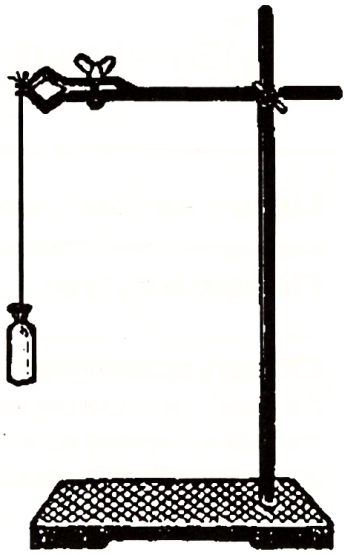

Рис. 2
2. Подвесьте гильзу к лапке штатива (рис. 2) на нити (лучше шелковой или капроновой) длиной 30–35 см. В дальнейшем гильза будет служить для определения заряженности тел и знака заряда.